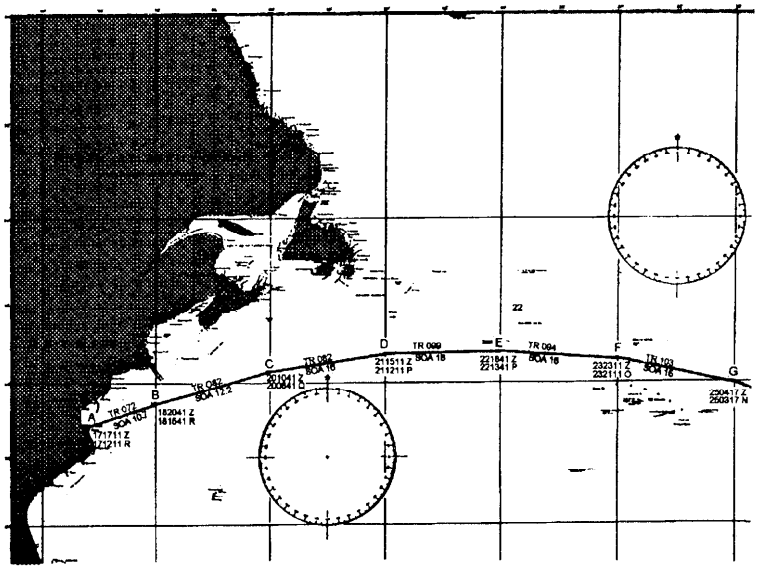

Figure 12-3. Segment of overall track.
4.	Begin with the departure point and lay out PIM times and date in GMT for every 4 hours of transit time. Also label the time of departure from each individual point. At this point we have completed our track construction. As an aid to tracking the ship's progress it is highly recommended that the track also be transferred to a small scale chart, as shown in figure 12-3.